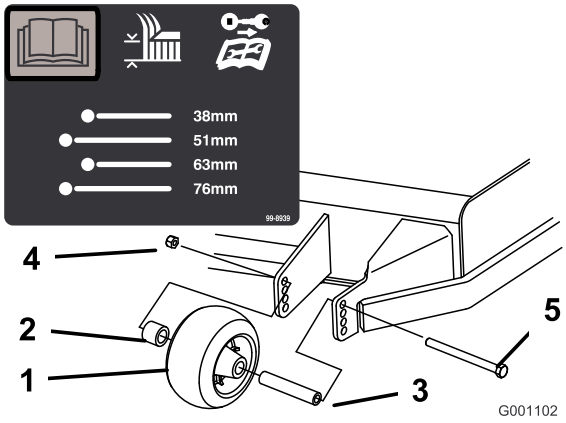
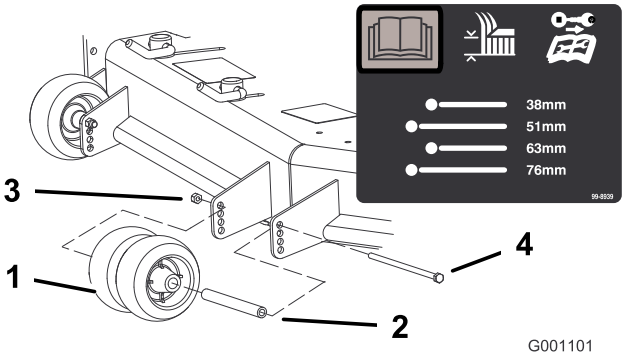
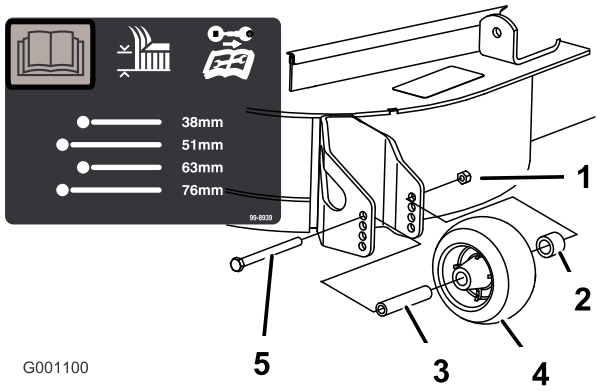

**Figur 20**
**Figur 21**
**Figur 22**
3. Etter å ha justert klippehøyden, juster valsene ved å fjerne flensmutteren, hylsen, avstandsstykket og bolten (Figur 20, Figur 21 og Figur 22).
**Merk:** De to midtre valsene har ikke et avstandsstykke (Figur 21).
5. Monter flensmutteren, hylsen, avstandsstykket og bolten. Trekk til bolten med et moment på 54–61 N·m (Figur 20, Figur 21 og Figur 22).